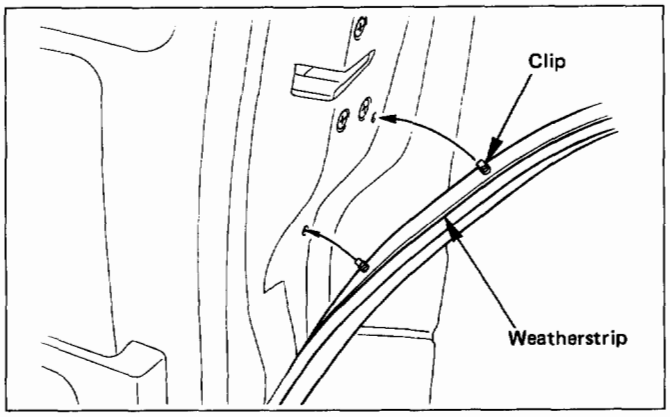

Fig. 10-90
- Be careful to remove weatherstrip from door panel. (Fig. 10-90)